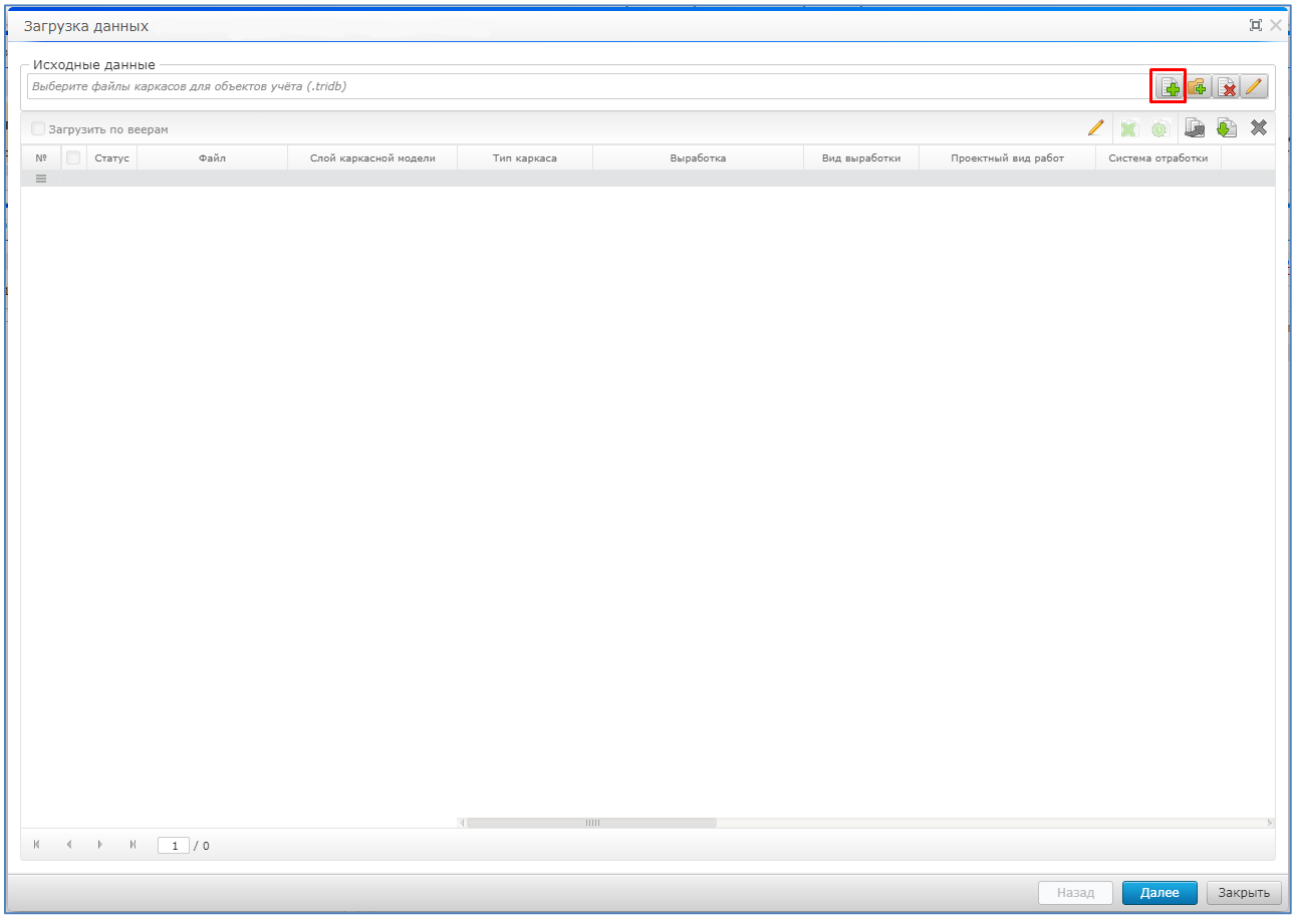

Рисунок 31. Кнопка «Добавить файл»
4. В появившемся окне добавить загружаемый файл (Рисунок 31);